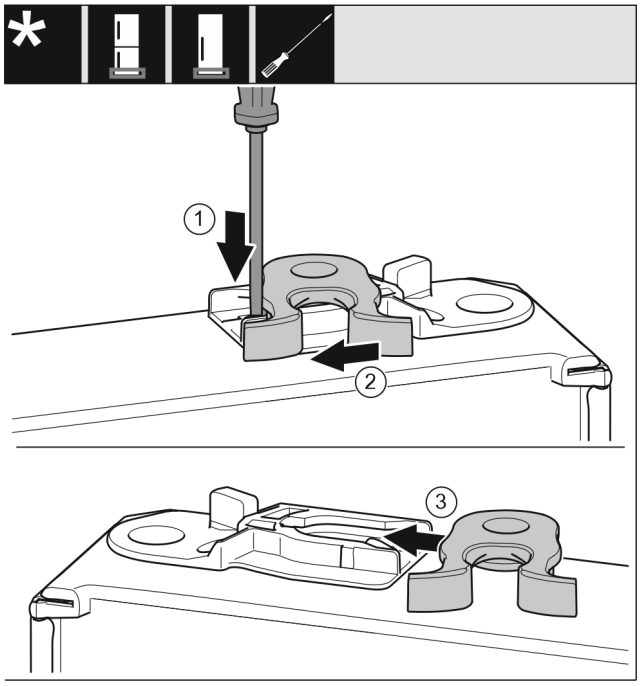

Fig. 16
▶ Push the lug downwards with a slotted screwdriver. *Fig. 16 (1)*
▶ Pull the door latch out of the guide. *Fig. 16 (2)*
▶ Push the door latch into the guide on the other side. *Fig. 16 (3)*